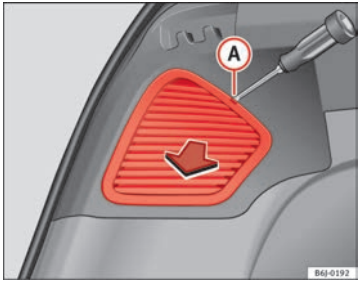

Fig. 179 Side lights
– Remove the lid with a flat screwdriver, placing it in notch (A) ⇒ Fig. 179.